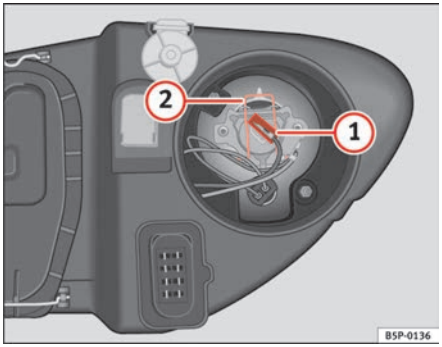

Fig. 190 Main beam headlights
– Remove the connector ⇒ fig. 190 (1) from the bulb.
– Press the spring ⇒ fig. 190 (2) inwards and to the right.